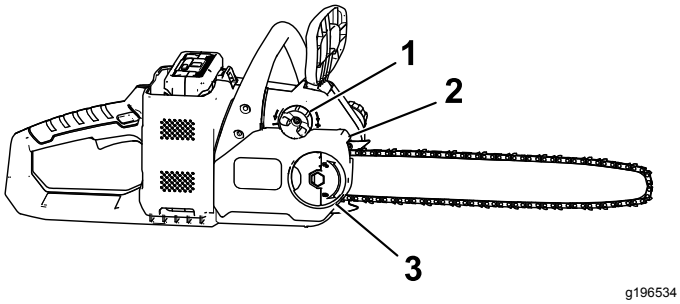

Figure 29
5. Vissez l'écrou à oreilles jusqu'à ce qu'il soit bien serré (Figure 29).
2. Retirez l'écrou à oreilles qui fixe le couvercle (Figure 29).
3. Détendez la chaîne en tournant la vis de tension dans le sens antihoraire (Figure 29).